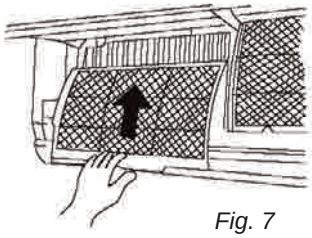

Fig. 7
4. Re-install the Polypropylene Net Filters on the Indoor Unit (Fig. 7).